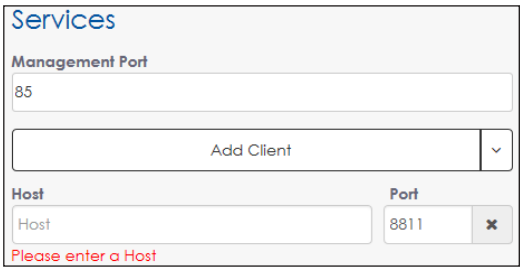

Figure 49: *Services - Venus Local*
- **Venus - Local:** This option is for the Venus® Control Suite software program that is hosted from a local computer server. When this is chosen, the **Host** field is blank and the **Port** field is **8811** by default. Fill in the correct **Host** information before saving. Refer to **Figure 49**.